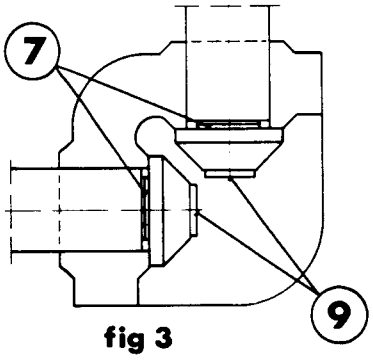

fig 3
3 Fit spacer washers (7) with a total thickness equal to the measured gaps between the shaft ends and the shaft collars, acc to fig 3.